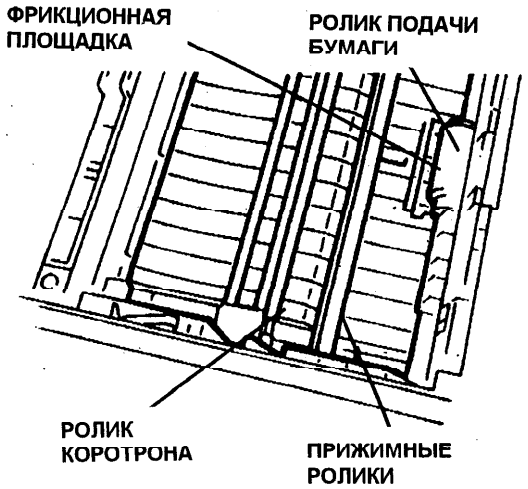

Рис. 4. Область принтера
- ролик подачи бумаги (Рис. 4),
- фрикционную площадку ролика подачи (Рис. 4),
- резиновый прижимной ролик (Рис. 4),
- металлический прижимной ролик (Рис. 4),
- резиновый ролик узла коротрона (Рис. 4),